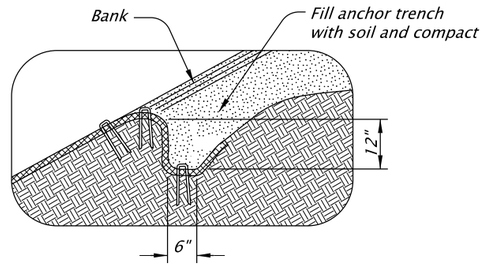

FIGURE A2:
6. *Anchor top edge of side channel matting in trench and fasten 12" OC (Fig. A2).*